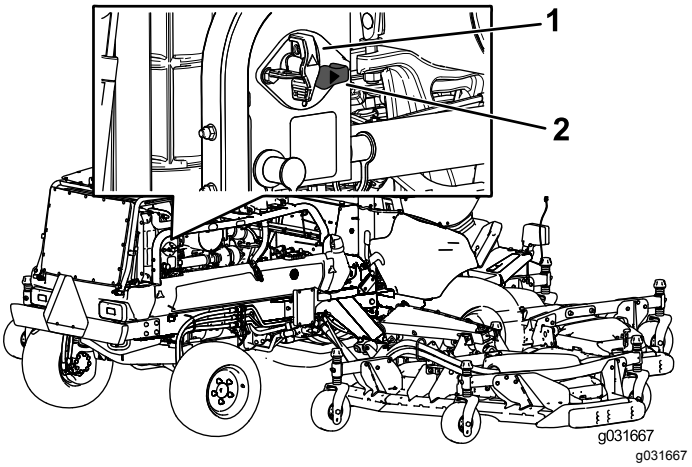

Figur 80
- Vrid bortkopplingsbrytaren för batteriet medurs till det PÅSLAGNA läget (Figur 80) för att koppla in elektriciteten för maskinen.
- Vrid bortkopplingsbrytaren för batteriet moturs till det AVSTÄNGDA läget (Figur 80) för att koppla från elektriciteten för maskinen.